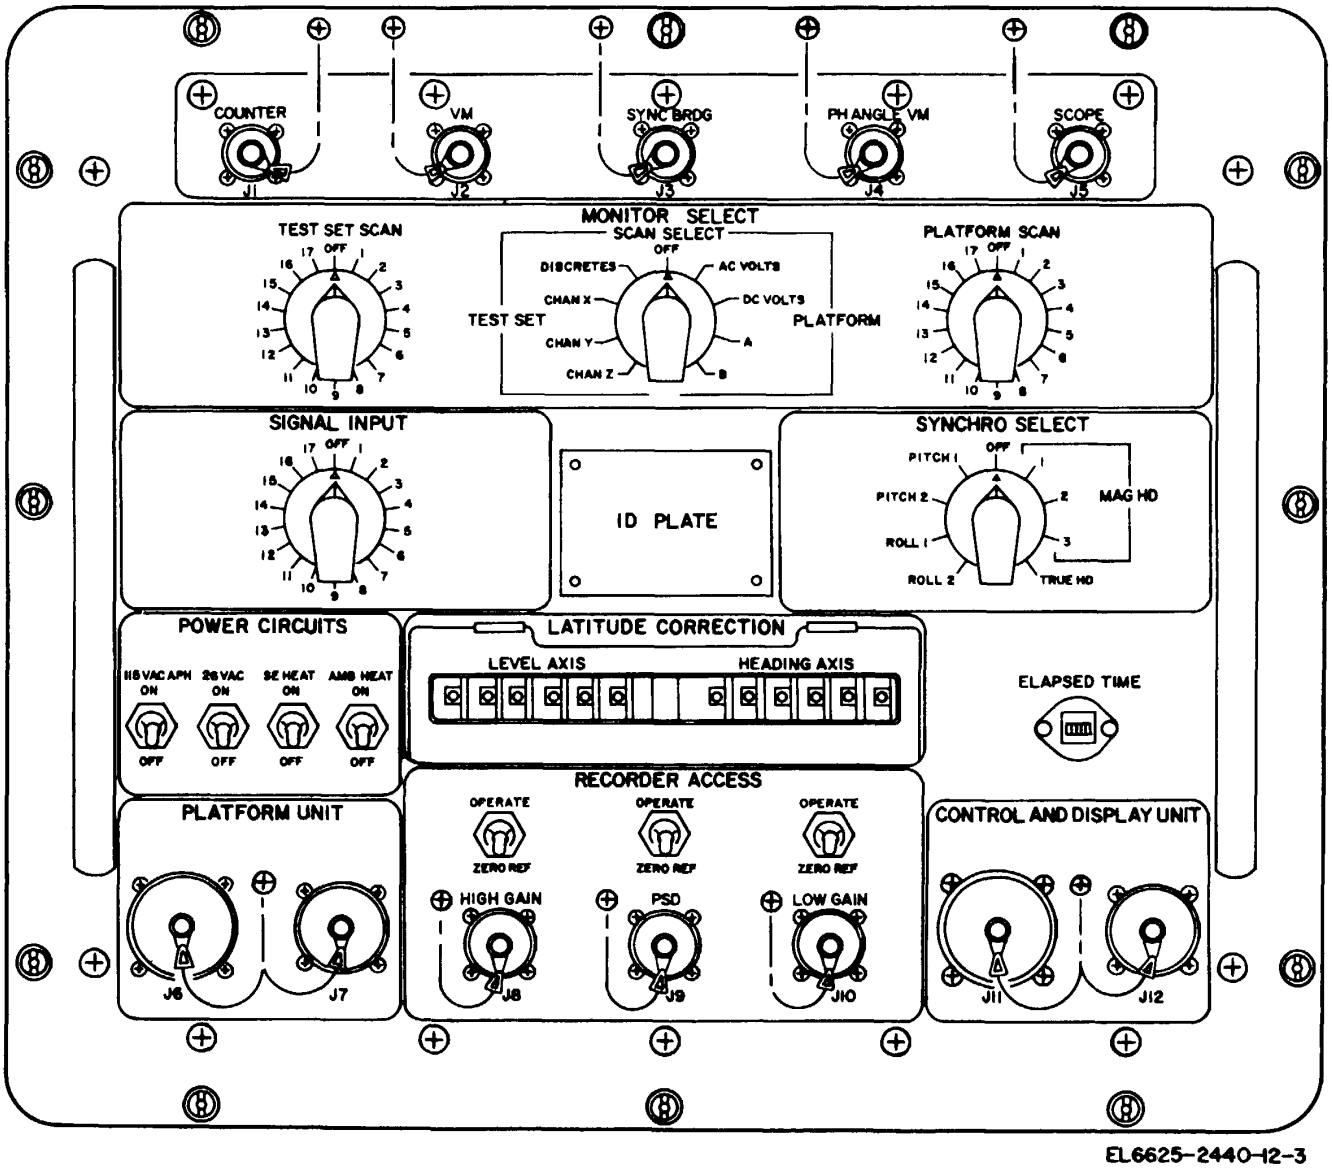

Figure 3-2. Electronics unit; controls, indicators, and connectors.
b. Electronics Unit; Controls, Indicators, and Connectors (fig. 3-2). The following chart lists controls, indicators, and connectors with their reference designations and functional descriptions. All controls and indicators, except the LATITUDE switch, are located on the front panel. The LATITUDE switch is located inside the combination case at the rear of the unit (fig. 4-2). Control-display unit is abbreviated C-D unit in the chart.